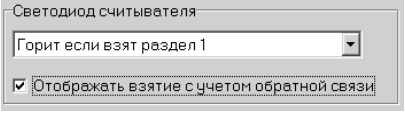

Рисунок 5
• Индикация режима отображения взятия с учетом обратной связи. Для включения такого режима индикации светодиода считывателя необходимо поставить галочку в разделе «Светодиод считывателя» в строке «Отображать взятие с учетом обратной связи» (рисунок 5).